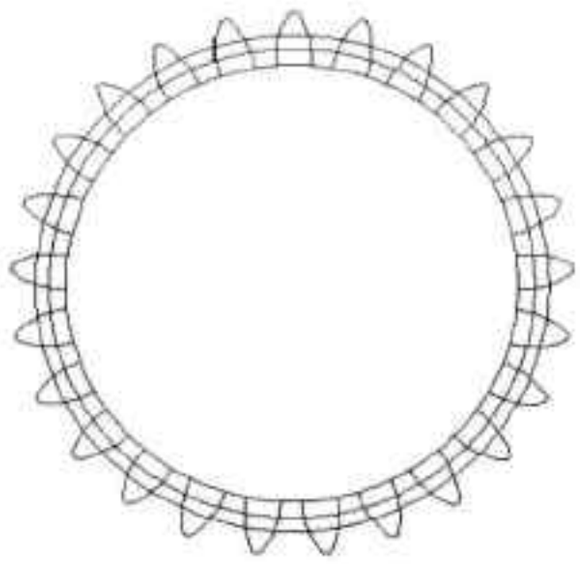

图12-46 阵列齿轮
Step09 执行“环形阵列”命令，以圆心为阵列中心，对圆柱齿轮图形进行阵列，阵列数为 25，如图 12-46 所示。